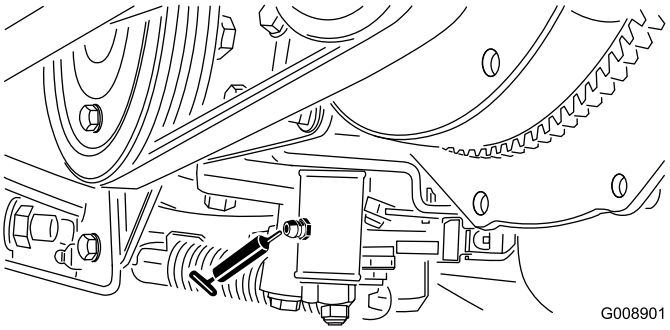

Figuur 36
- Afstelmechanisme neutraalstand (Figuur 36)